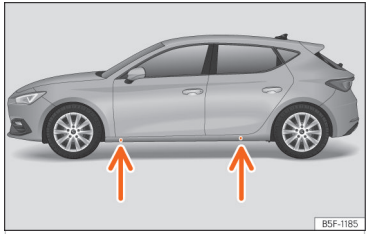

**Fig. 244** Jack position points.
- Look on the strut for the mark of the jack support point (sunken area) closest to the wheel to be changed ››› Fig. 244.